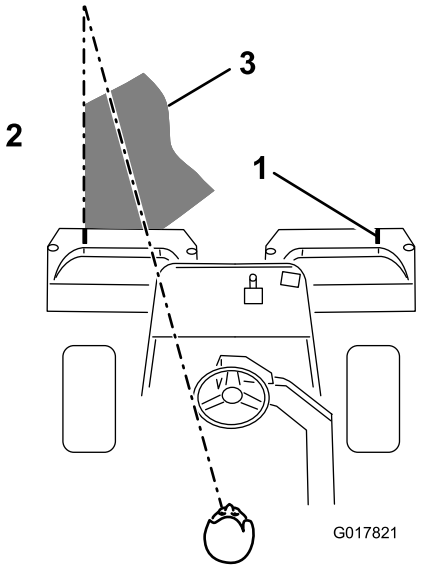

**Figure 38**
3. Minimisez le chevauchement de la passe précédente lors de la passe de retour. Pour vous aider à traverser le green en ligne droite et à maintenir la machine à égale distance du bord de la passe précédente, établissez une ligne de vision imaginaire à environ 1,8 à 3 m en avant de la machine jusqu'au bord de la partie non coupée du green (Figure 38). Certaines personnes trouvent utile de faire passer la ligne de vision par le bord extérieur du volant, c.-à-d. de maintenir le bord du volant aligné avec un point se trouvant toujours à la même distance par rapport à l'avant de la machine (Figure 38).